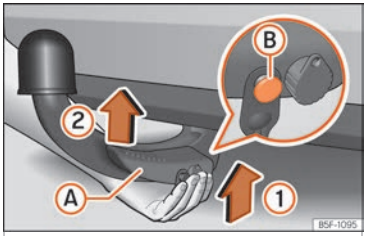

Fig. 174 Putting the tow hook in place. Step 1.
- Hold the tow hook **from below** and fit it into the hook hosing in the direction of the arrow ››› Fig. 174 ① until it is heard to fit into place ››› ⚠.
Lever ››› Fig. 174 Ⓐ **automatically** turns in the direction of arrow ② upwards, and the release bolt Ⓑ moves outwards (its red and green parts are visible) ››› ⚠.
- **Keep your hands away from the lever when fitting the tow hook to avoid trapping your fingers ››› Fig. 174 Ⓐ .**